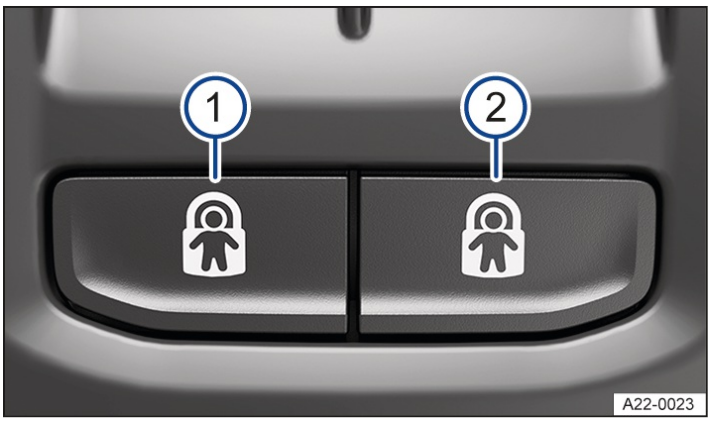

Fig. 1 In the driver door: Button for the electrical childproof lock.
1. Press the left-hand button → *fig. 1* (1) or the right-hand button → *fig. 1* (2).
1. Press the relevant button again → *fig. 1*.